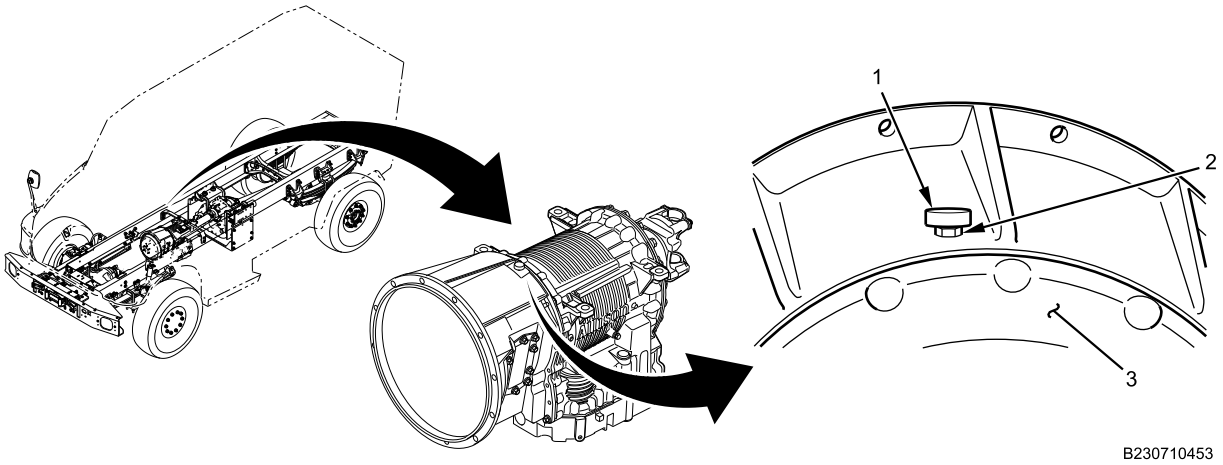

Figure 2. Breather.
1. Insert breather (Figure 2, Item 1) into transmission (Figure 2, Item 3).
2. Hand turn breather (Figure 2, Item 1) on transmission until seated. Tighten nut (Figure 2, Item 2) securely.